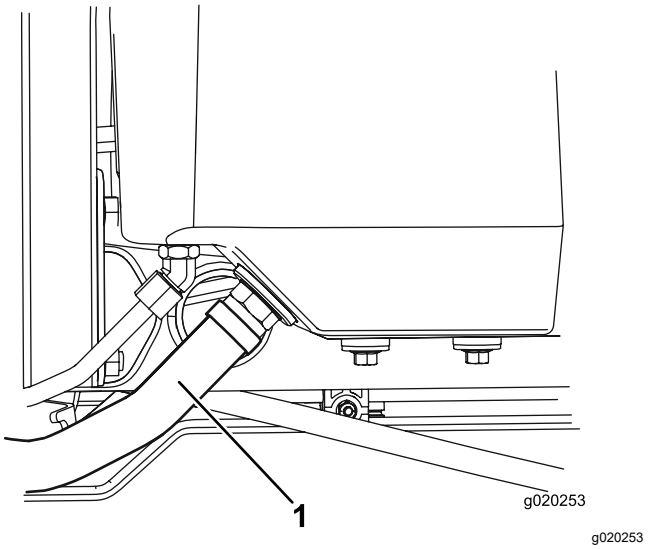

Figur 94
2. Koppla bort den stora hydraulslangen (Figur 94) från tanken och låt hydraulvätskan rinna ut i ett avtappningskärl.